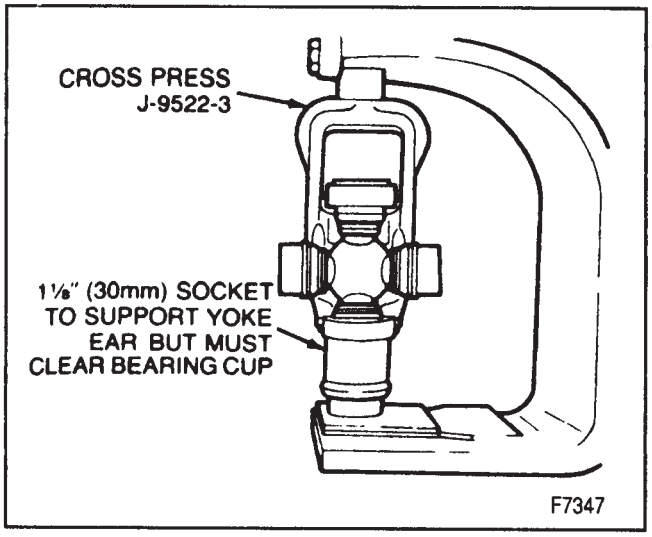

Figure 8—Pressing Out Universal Joint
bearing cup out of the yoke ear. If the bearing cup is not completely removed, lift the cross and insert tool J 9522-5 (spacer) between the seal and bearing cup being removed and continue to press it out of the yoke (figure 8).
- Place J 9522-3 (cross press) on the open horizontal bearing cups and press the lower bearing cup out of the yoke ear. If the bearing cup is not completely removed, lift the cross and insert tool J 9522-5 (spacer) between the seal and bearing cup being removed and continue to press it out of the yoke (figure 8).